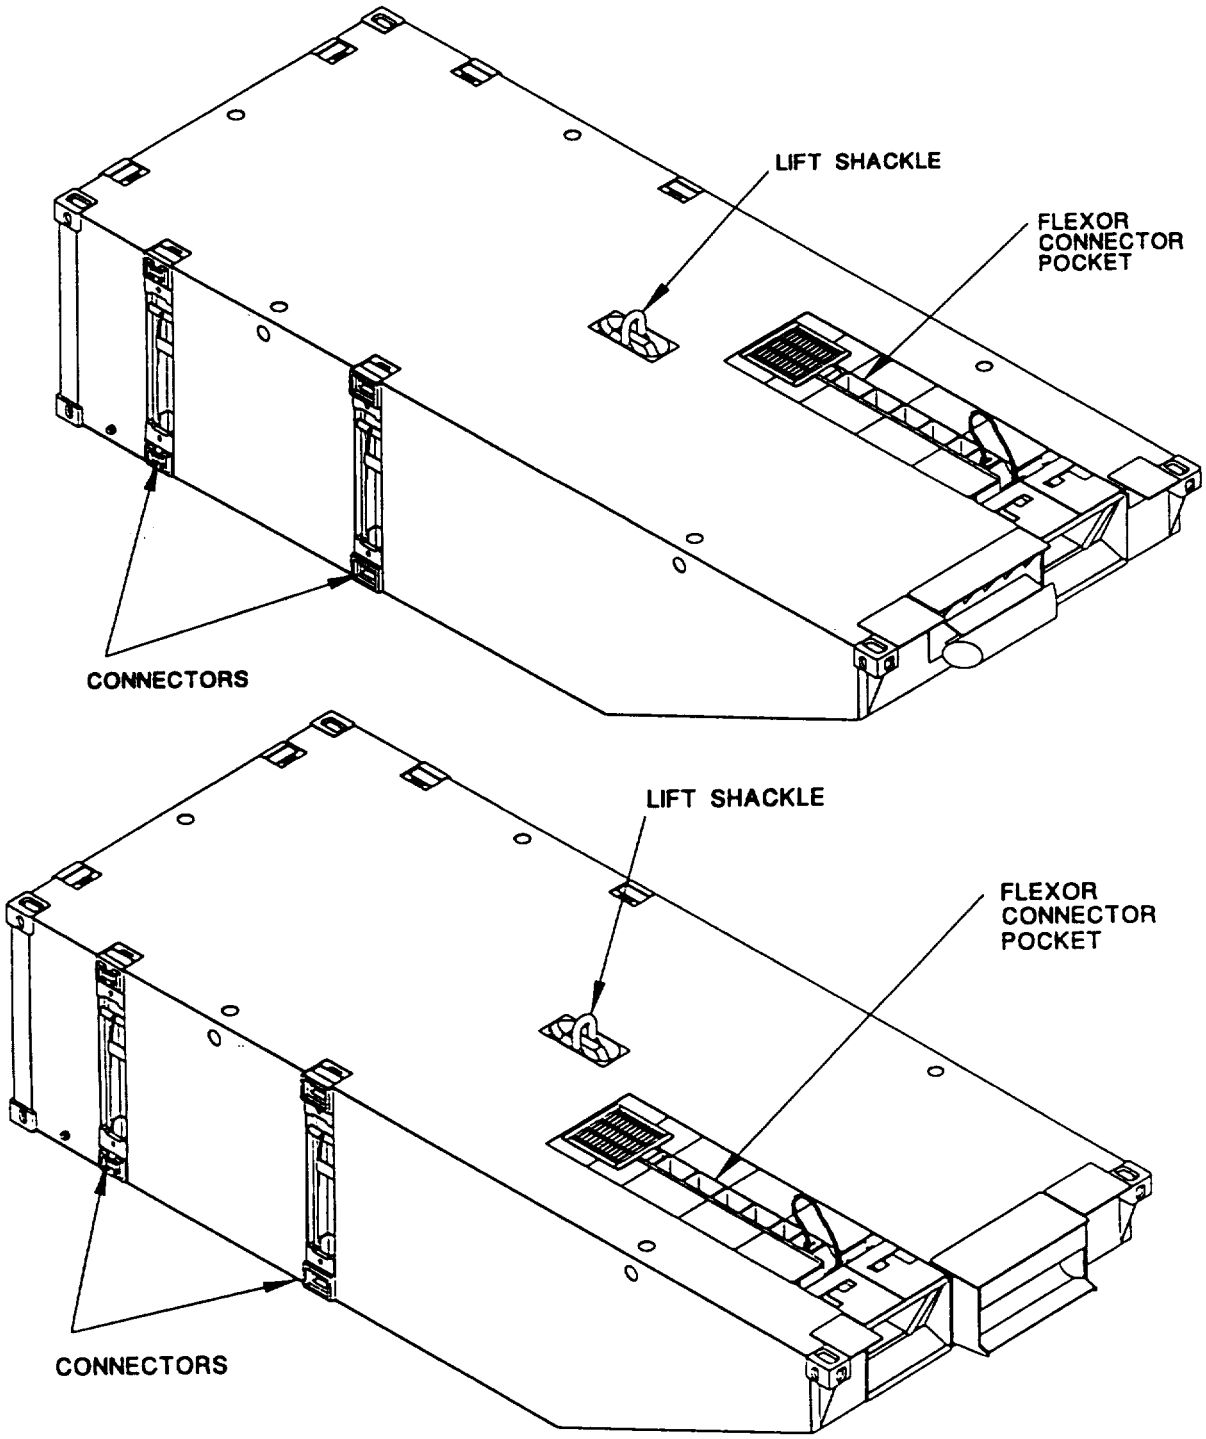
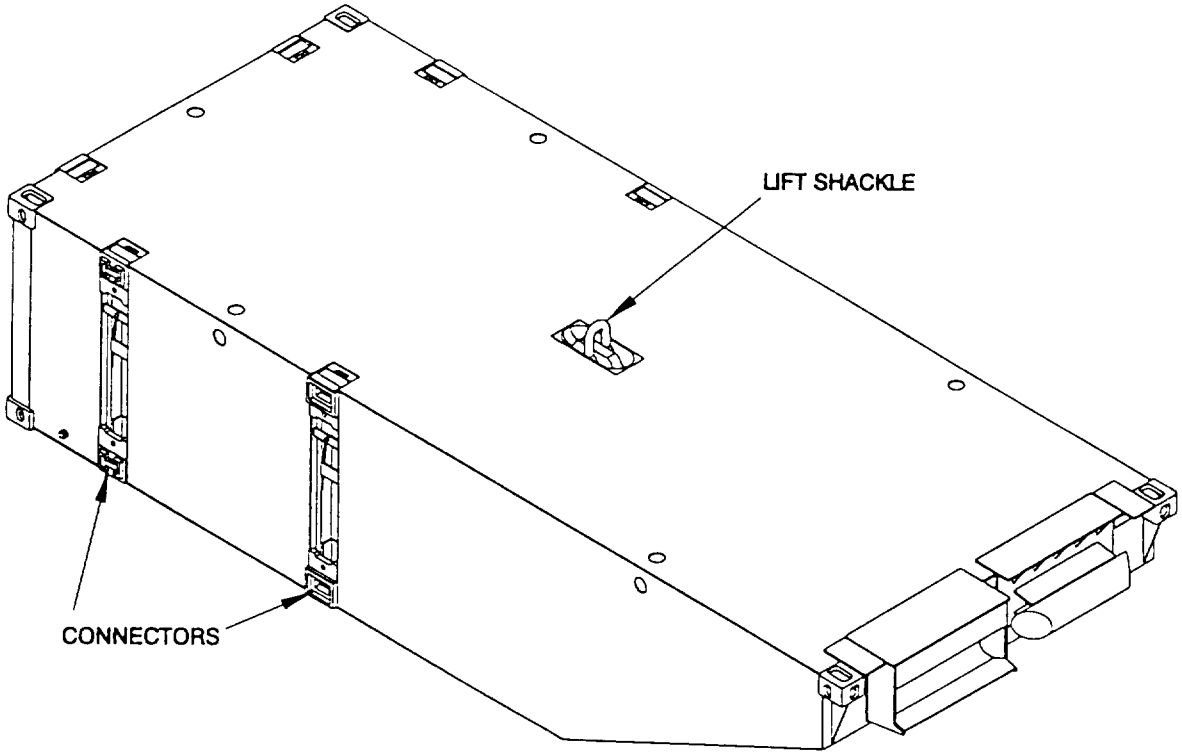

Figure 1-5. End Rake Modules, Left Hand (Port) and Right Hand (Starboard).
Figure 1-6. End Rake Module, Center.
1-10.3 End Rake Modules. In order to achieve Navy Lighterage (NL), MCS, and MCF compatibility, End Rake Modules used in the MCF are produced in three unique types, Right Hand and Left Hand Rake Modules (Figure 1-5), and Center Rake Module (Figure 1-6). Nominal dimensions of the single compartment end rake modules are 8 feet wide 20 feet long and 4 feet 6 inches deep, ISO compatible. The Right Rake and Left Rake Modules are flexor s connectable. Access for internal leak detection for each End Rake Module is provided by a recessed threaded plug. Weights of the Right and Left Rake Modules are 11,500 pounds. The Center Rake Module weighs 10,600 pounds.